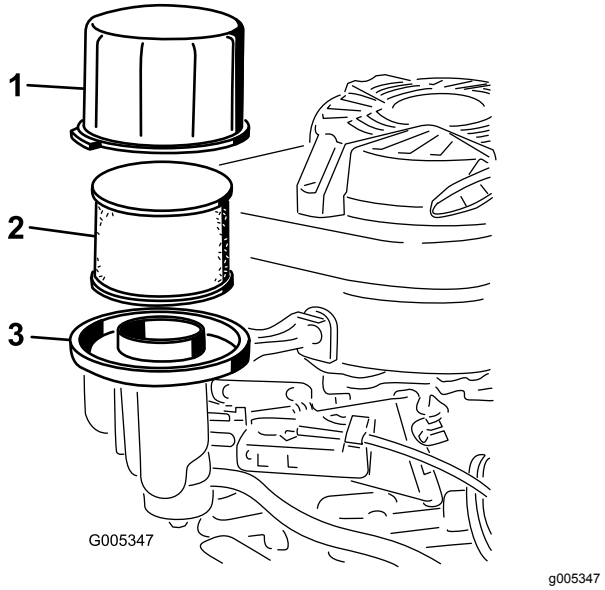

Figur 22
2. Fjern dekselet og rengjør det grundig (Figur 22).
3. Fjern skumfôrfilteret og papirluftfilteret fra luftfilterbasen (Figur 22).